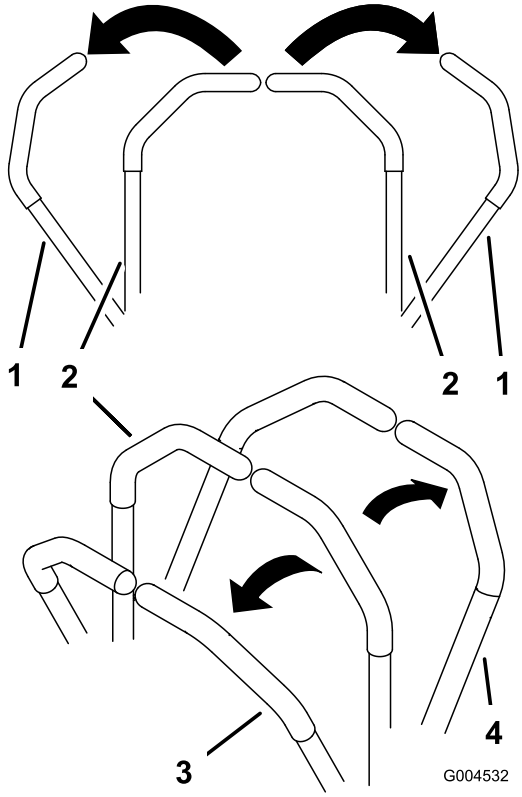

Figura 15
3. Para ir hacia adelante, empuje lentamente las palancas de control de movimiento hacia adelante (Figura 15).
Para ir recto, aplique la misma presión a ambas palancas de control de movimiento (Figura 15).
Para girar, mueva la palanca de control de movimiento hacia punto muerto en el sentido en el que desea girar (Figura 15).
2. Para ir hacia atrás, tire lentamente de las palancas de control de movimiento hacia atrás (Figura 15).
Para girar, deje de empujar la palanca de control de movimiento del lado al que desea girar (Figura 15).